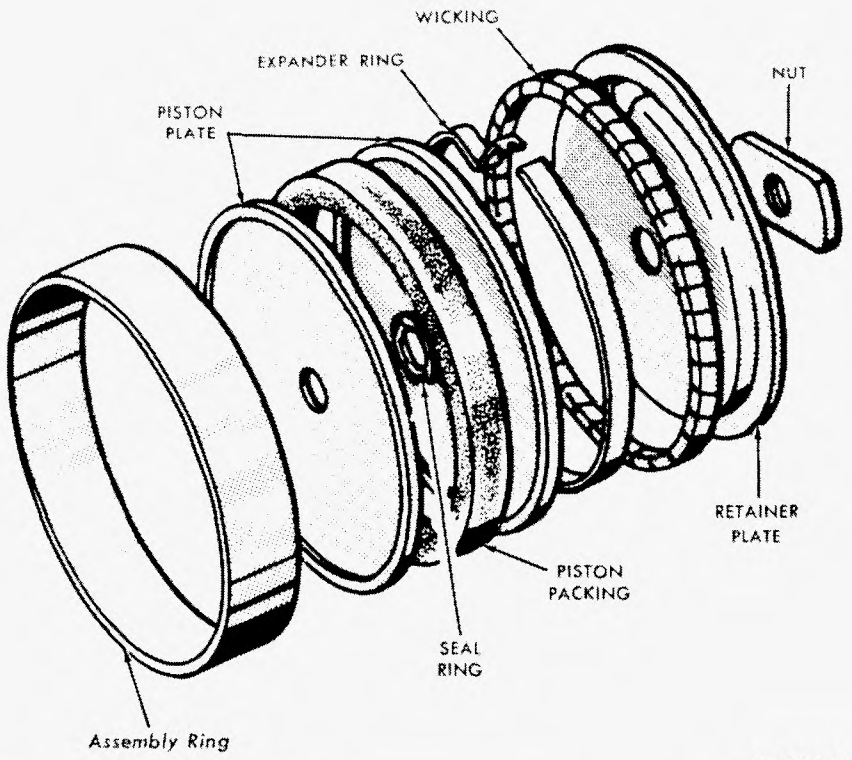

FIG. 63—Disassembled Vacuum Piston
7. Fabricate a vacuum piston assembly ring by cutting a 1-inch section from an old cylinder shell of correct size. Place the assembly ring (Fig. 63) on the bench and assemble the vacuum piston parts in the assembly ring, installing the larger diameter piston plate with the chamfered side of the hole up, the leather piston packing with the lip of the packing up, the seal ring, and the small diameter piston plate with the chamfered side of the hole down.